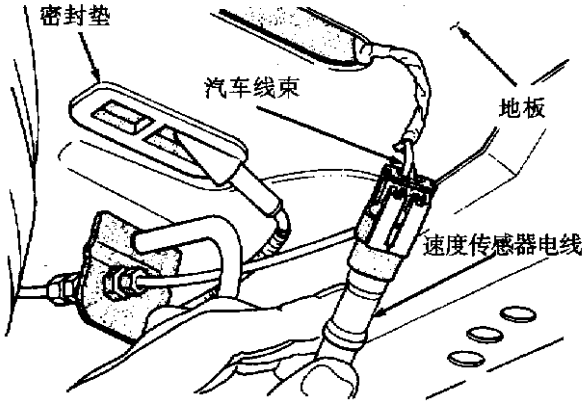

图 10－44　后速度传感器连接至线束
④小心地从后制动软管管夹上拆下后轮速度传感器电线(图 10－45)。